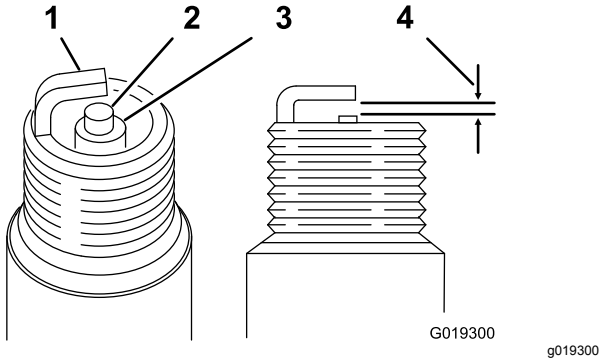

Figuur 32
Elektrodeafstand: 0,7 to 0,8 mm; zie Figuur 32
4. Stel de elektrodenafstand in op 0,70 tot 0,80 mm zoals in Figuur 32.